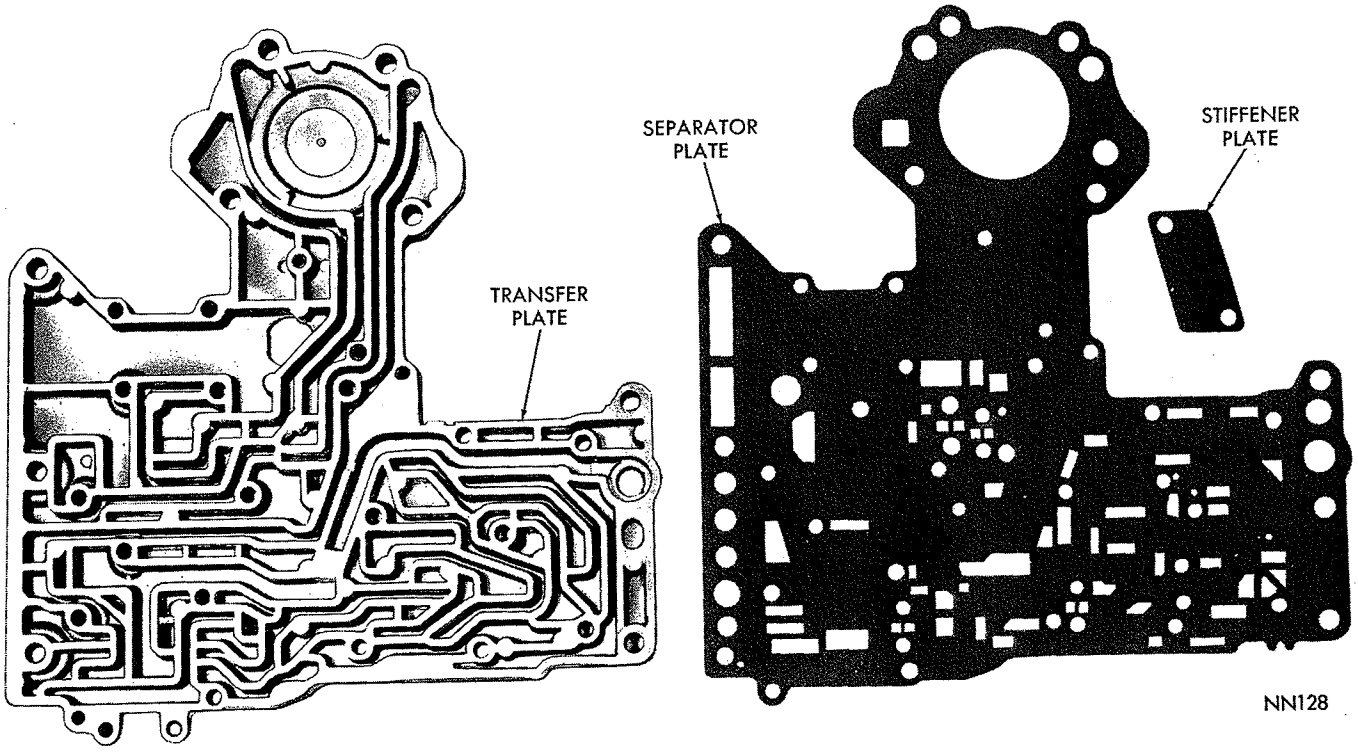

***Fig. 62—Transfer and Separator Plate***
(5) Remove the 17 transfer plate retaining screws. Carefully lift transfer plate and steel separator plate assembly off the valve body.
(6) Invert transfer plate assembly and remove the stiffener plate. Remove remaining screws securing separator plate to transfer plate, and carefully lift off separator plate (Fig. 62).
(1) Place separator plate on the transfer plate (Fig. 62). Install stiffener plate and retaining screws. Make sure all bolt holes are aligned, then tighten stiffener plate screws to 28 inch-pounds.